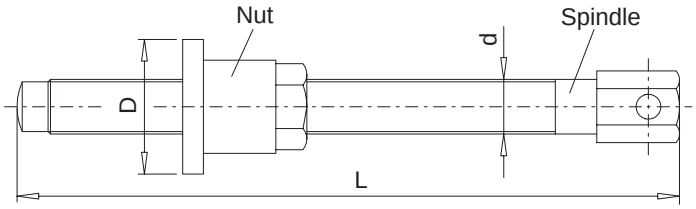
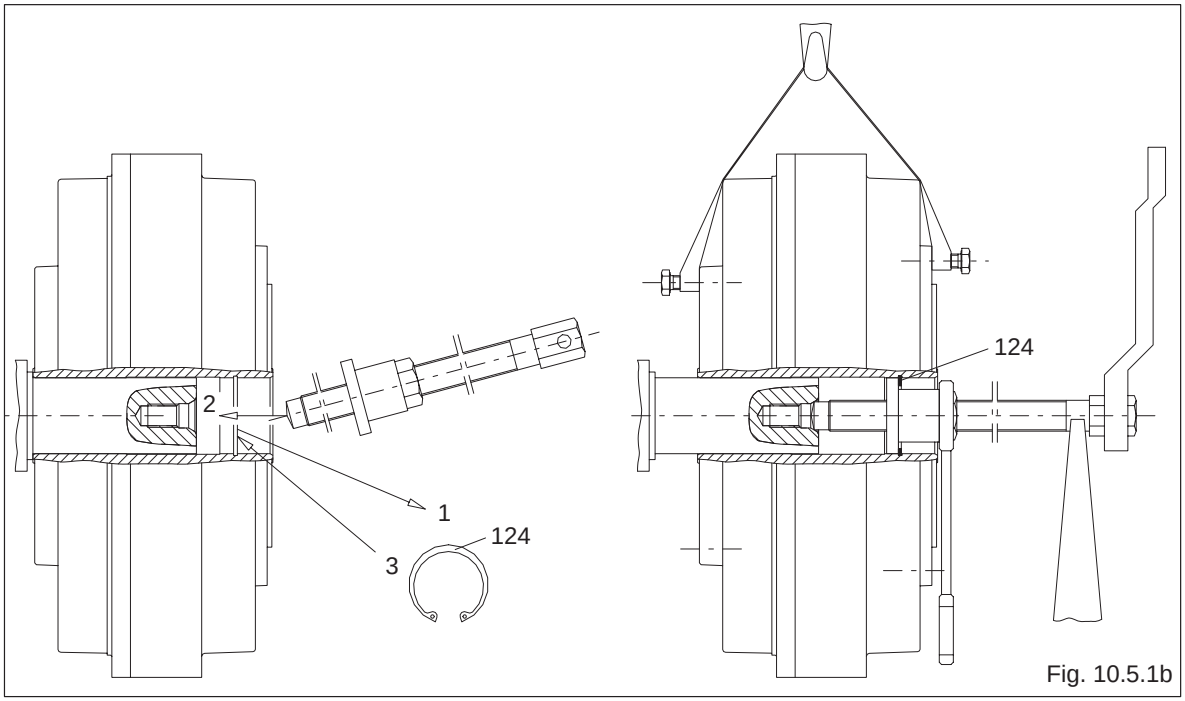

Fig. 10.5.1a
Fig. 10.5.1b
The coupling is best pulled off with the aid of a special pulling-off device as shown in Figure 10.5.1a. The spindle with the pulling-off nut is inserted so that the collar (D) of the pulling-off nut is located behind the recess for the locking ring (124) (Fig. 10.5.1b). To prevent the spindle seizing, the pressure surface and the thread must be treated with a lubricant (e.g. Molykote).